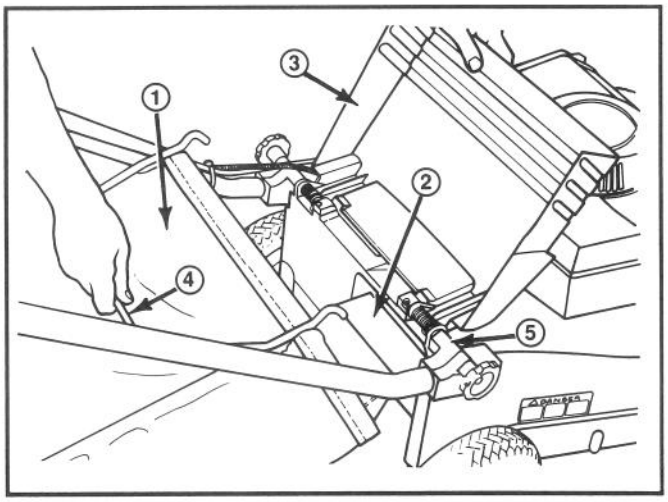

Afbeelding 4
1. Open kokerdeur, schuif de trechter aan de zak in de afvoeropening en haak zakframe aan het ronde gedeelte van de bevestigingsbeugels (Afb. 4).
Het carter vullen met SAE 30 olie totdat het oliepeil op de peilstok de markering VOL bereikt (Afb. 4). De maximumcapaciteit van het carter is 0.75 liter olie. Gebruik van multi-viscositeit oliesoorten (10W30, etc.) boven 4°C leidt tot een hoog olieverbruik en mogelijk tot schade aan de motor. U kunt elke detergente olie van goede kwaliteit gebruiken die van het American Petroleum Institute (API) de "service classification" SE, SF of SG heeft gekregen.